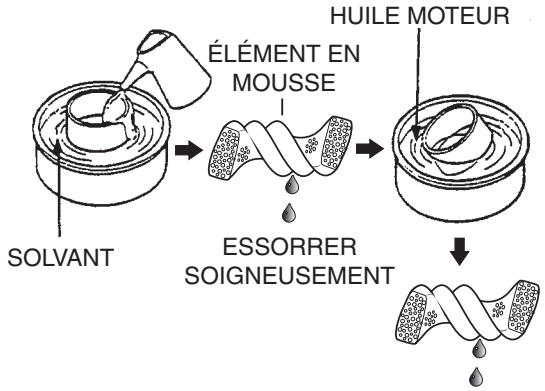

Figure 34. Élément filtrant en mousse
3. Nettoyer le filtre en mousse à l'eau chaude savonneuse ou avec un dissolvant ininflammable (Figure 34). Rincer et sécher complètement.